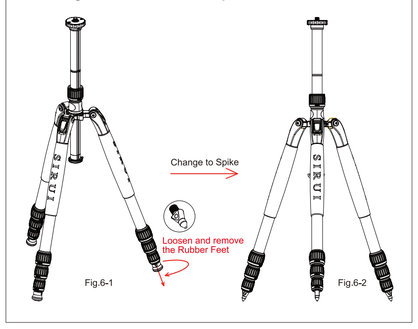

Fig.6-1 Fig.6-2
6. Change the Rubber Feet to Spike (Fig.6-1 and Fig6-2)